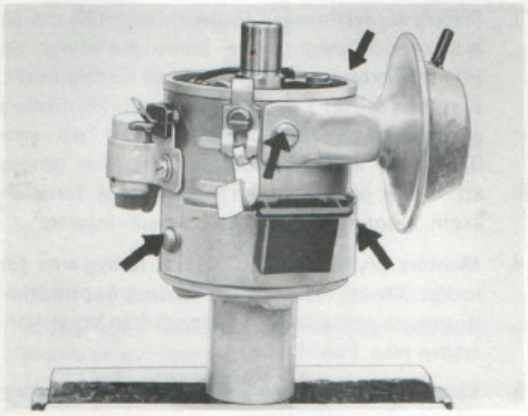

Bild 109. Borttagning av vakuumregulator och impulsgivare
2. Ta bort låsringen från vakuumregulatorns dragstång samt de två skruvarna bild 109 som håller regulatorn vid fördelaren. Lyft bort vakuumregulatorn. (Gäller ej B 18 B som saknar vakuumregulator.)
3. Ta bort skruvarna bild 109 som håller impulsgivaren. Lyft bort impulsgivaren (Gäller endast B 20 E och B 20 F.)